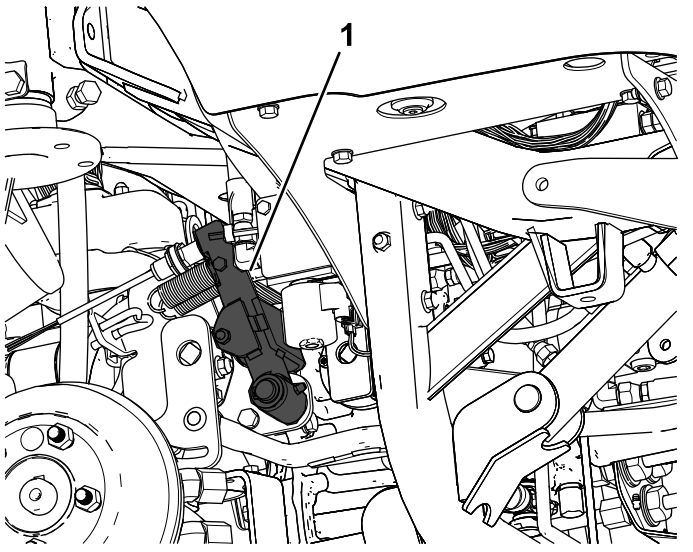
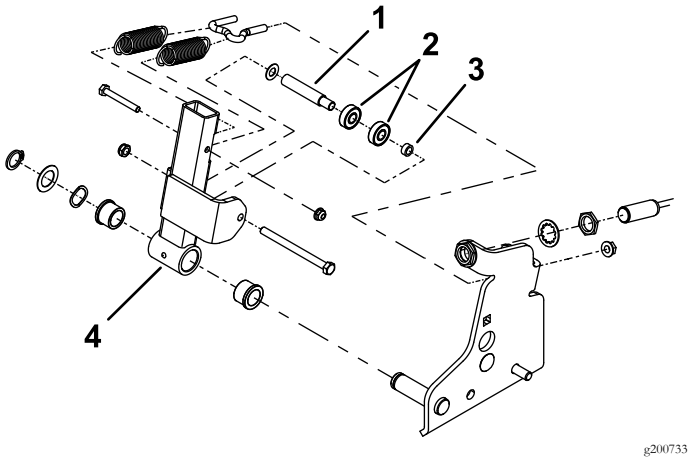

Figur 1
Figur 2
5. Finn og fjern den eksisterende nøytralarmenheten (Figur 1 og Figur 2).
8. Monter nøytralarmen på maskinen (Figur 2).